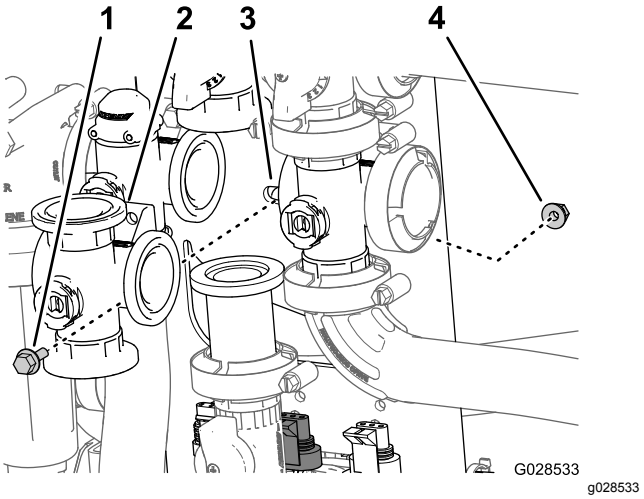

**Figur 91**
2. Fjern flenshodeskruen og den flensede låsemutteren som sikrer risteventilen til ventilfestet, og fjern ventilmanifoldet fra maskinen (Figur 91).